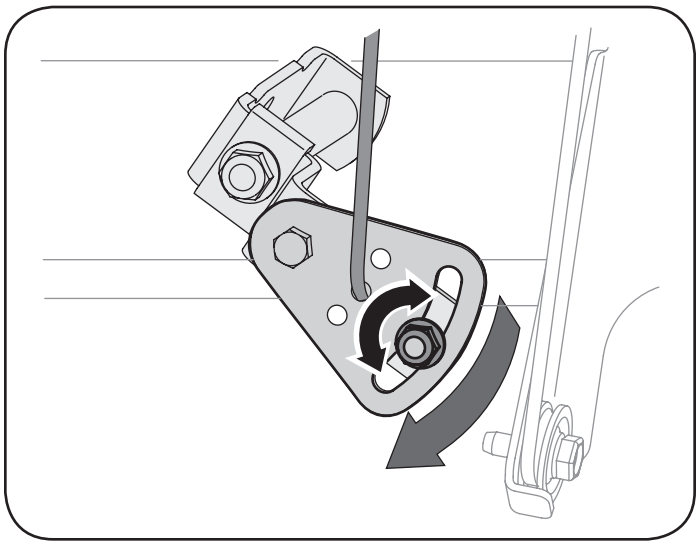

Figura 60
2. Afloje la tuerca hexagonal del soporte de posicionamiento del cable de cambios. Vea la Figura 60.